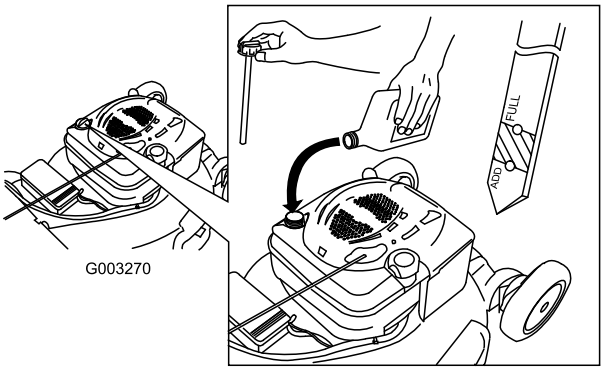

Figur 11
1. Tag målepinden ud, tør den af, og sæt den helt i igen (Figur 11).
2. Tag målepinden ud, og kontroller oliestanden (Figur 11). Hvis oliestanden er under mærket Add (påfyld) på målepinden, skal du **langsomt** hælde olie i påfyldningsrøret, indtil oliestanden når op til mærket Full (fuld) på oliepinden. **Fyld ikke for meget på.** (Påfyld maks.: 0,59 l, type: SAE 30W selvrensende olie med API-serviceklassifikation SF, SG, SH, SJ, SL eller højere.)